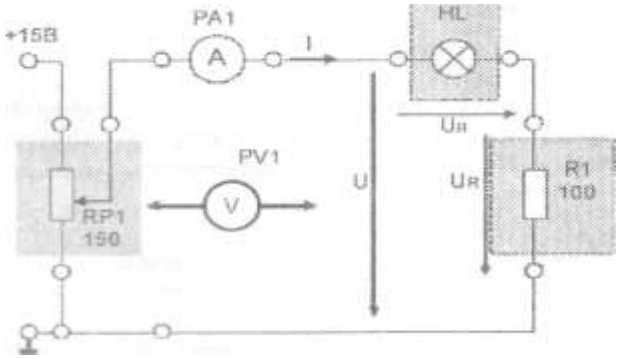

Рис.1
1.Собрать схему согласно рис. 1.